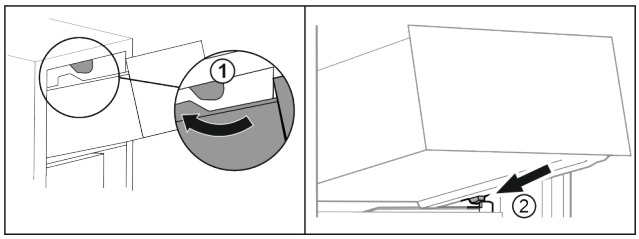

*Fig. 112*
- ▶ Veďte zásuvku podél horních zarážek. *Fig. 112 (1)*
- ▶ Nasaďte zásuvku šikmo za dolní zarážky na žebrování na nádoby. *Fig. 112 (2)*